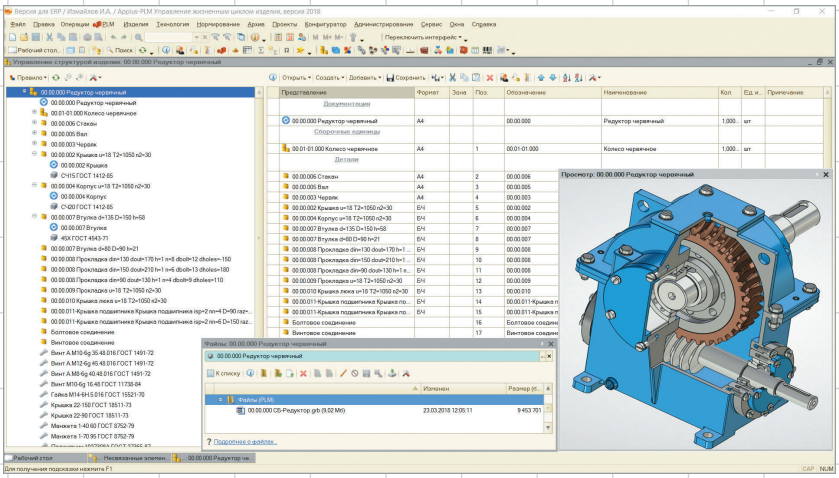

Рис. 3. ЭСИ, построенная на основании дерева 3D-модели T-FLEX
- автоматически создавать ЭСИ на основании 3D-моделей изделия с учетом всех исполнений, а также с проверкой на уникальность по основным атрибутам (обозначение, наименование, группа параметров и т.д.) — рис. 3;
- просматривать картинки вторичного представления 3D-моделей без использования CAD (см. рис. 3);